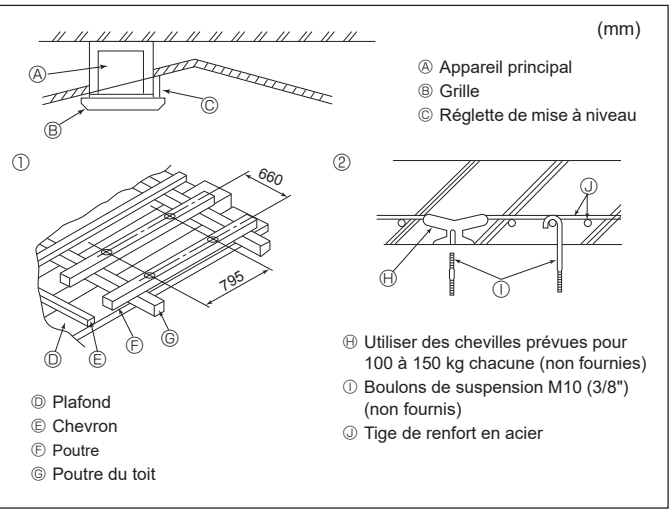

Fig. 3-5
3.5. Structure de suspension (Construire une structure renforcée à l’endroit de suspension de l’appareil) (Fig. 3-5)